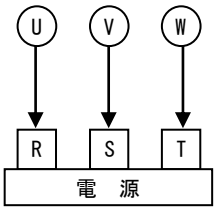

図 6　配線接続図
(1) 配線は図 6 または、電動機の取扱説明書に従い行ってください。